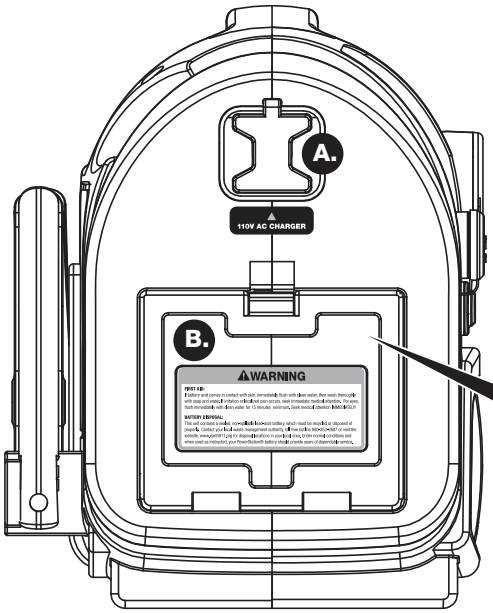

Figure 1
1. Be sure that the PSX3 ON/OFF switch is in the OFF position (see Figure 1 on page 6 for location F).